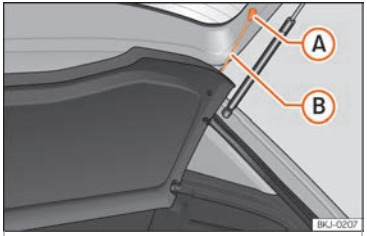

Fig. 116 In the luggage compartment: removing and fitting the shelf.
- Detach the cord loops ››› Fig. 116 (B) from their hooks (A).
- Hook the loops ››› Fig. 116 (B) to the rear lid.